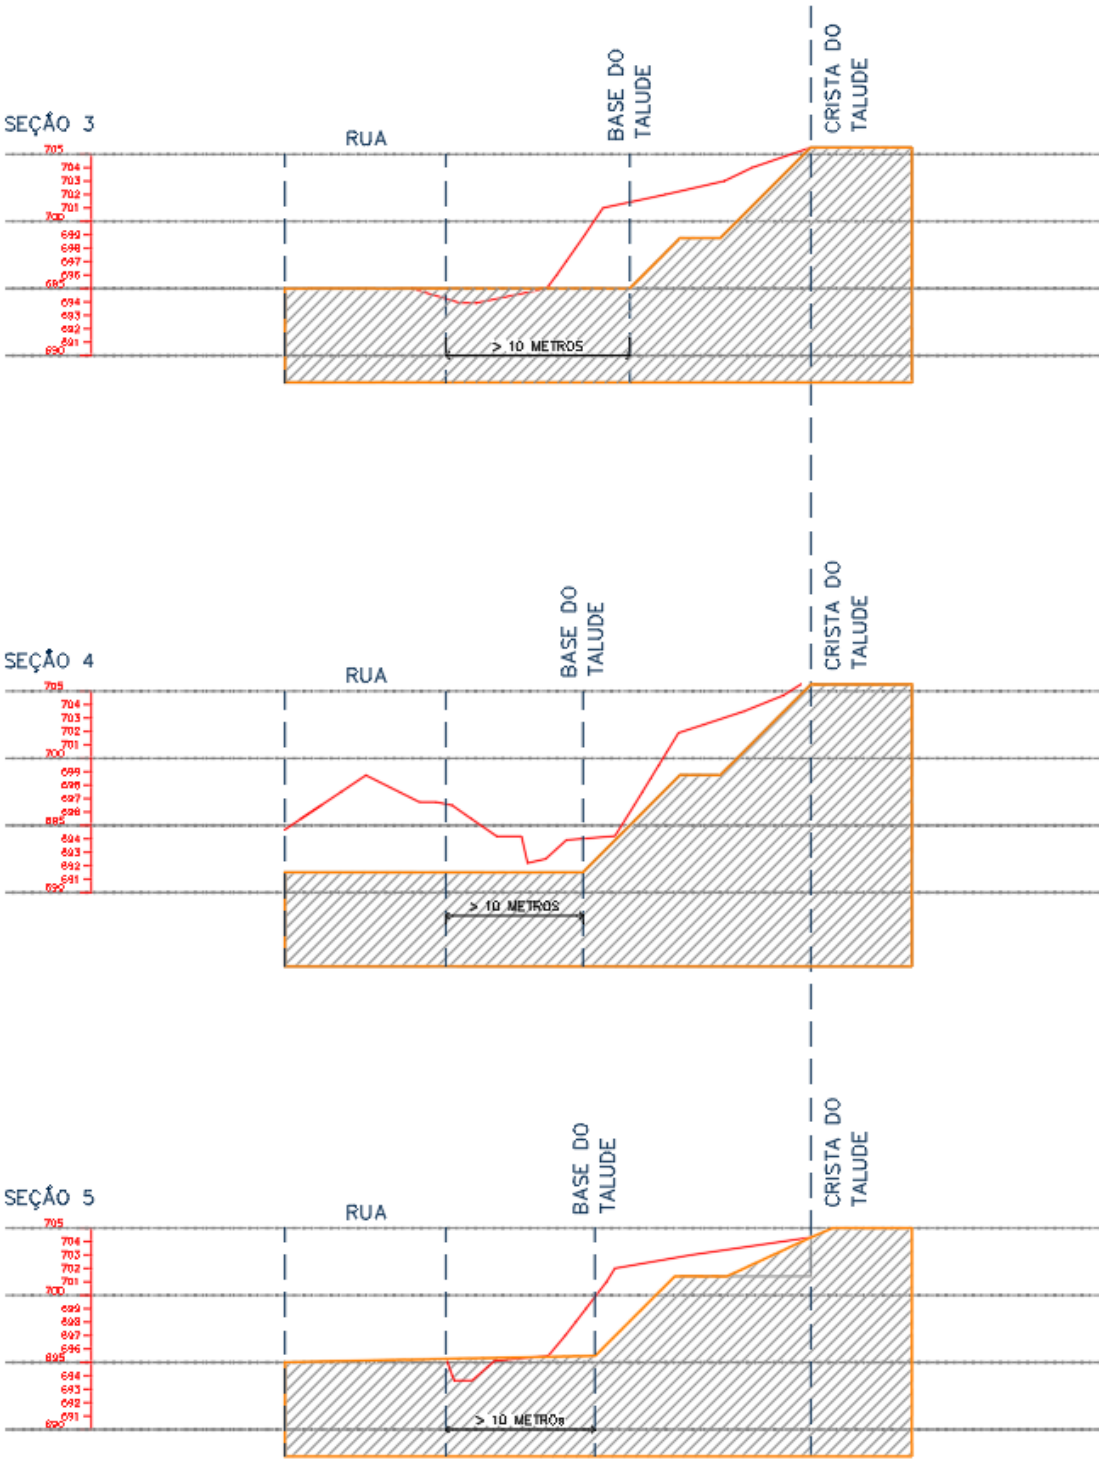

Figura 7 – Seção 3, Seção 4 e Seção 5: indicações dos limites
c) Nas regiões das seções críticas, definidas como Seção 3, Seção 4 e Seção 5, com desníveis na ordem de 14 metros, sugere-se que as bases dos taludes estejam recuadas das guias da última rua (fundos) do loteamento em ao menos 10 metros, como ilustrado na Figura 7 a seguir. Nas bases dos taludes das regiões das outras seções, não há problemas quanto as possíveis proximidades com as ruas projetadas, desde que sejam superiores a 3 metros.